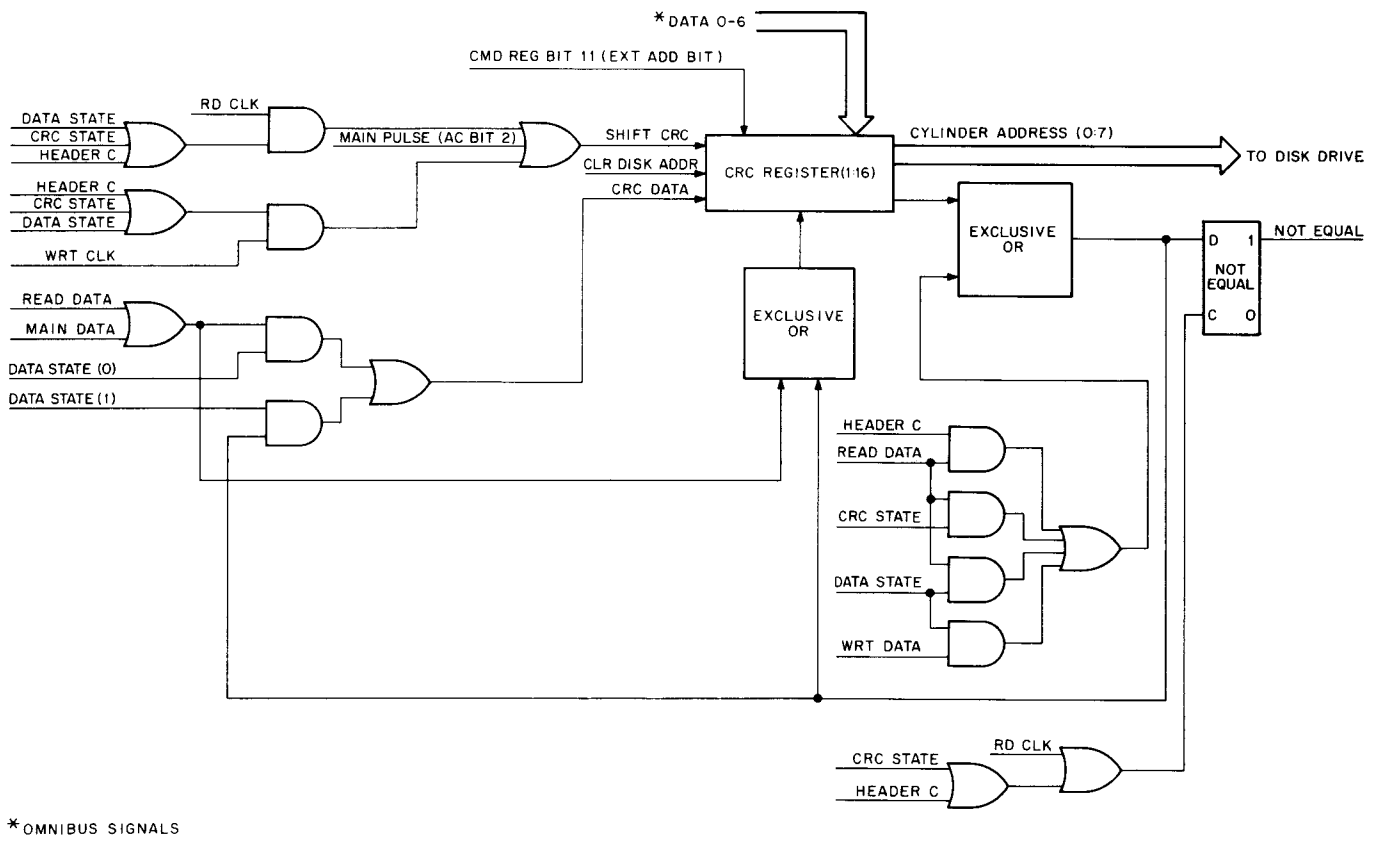
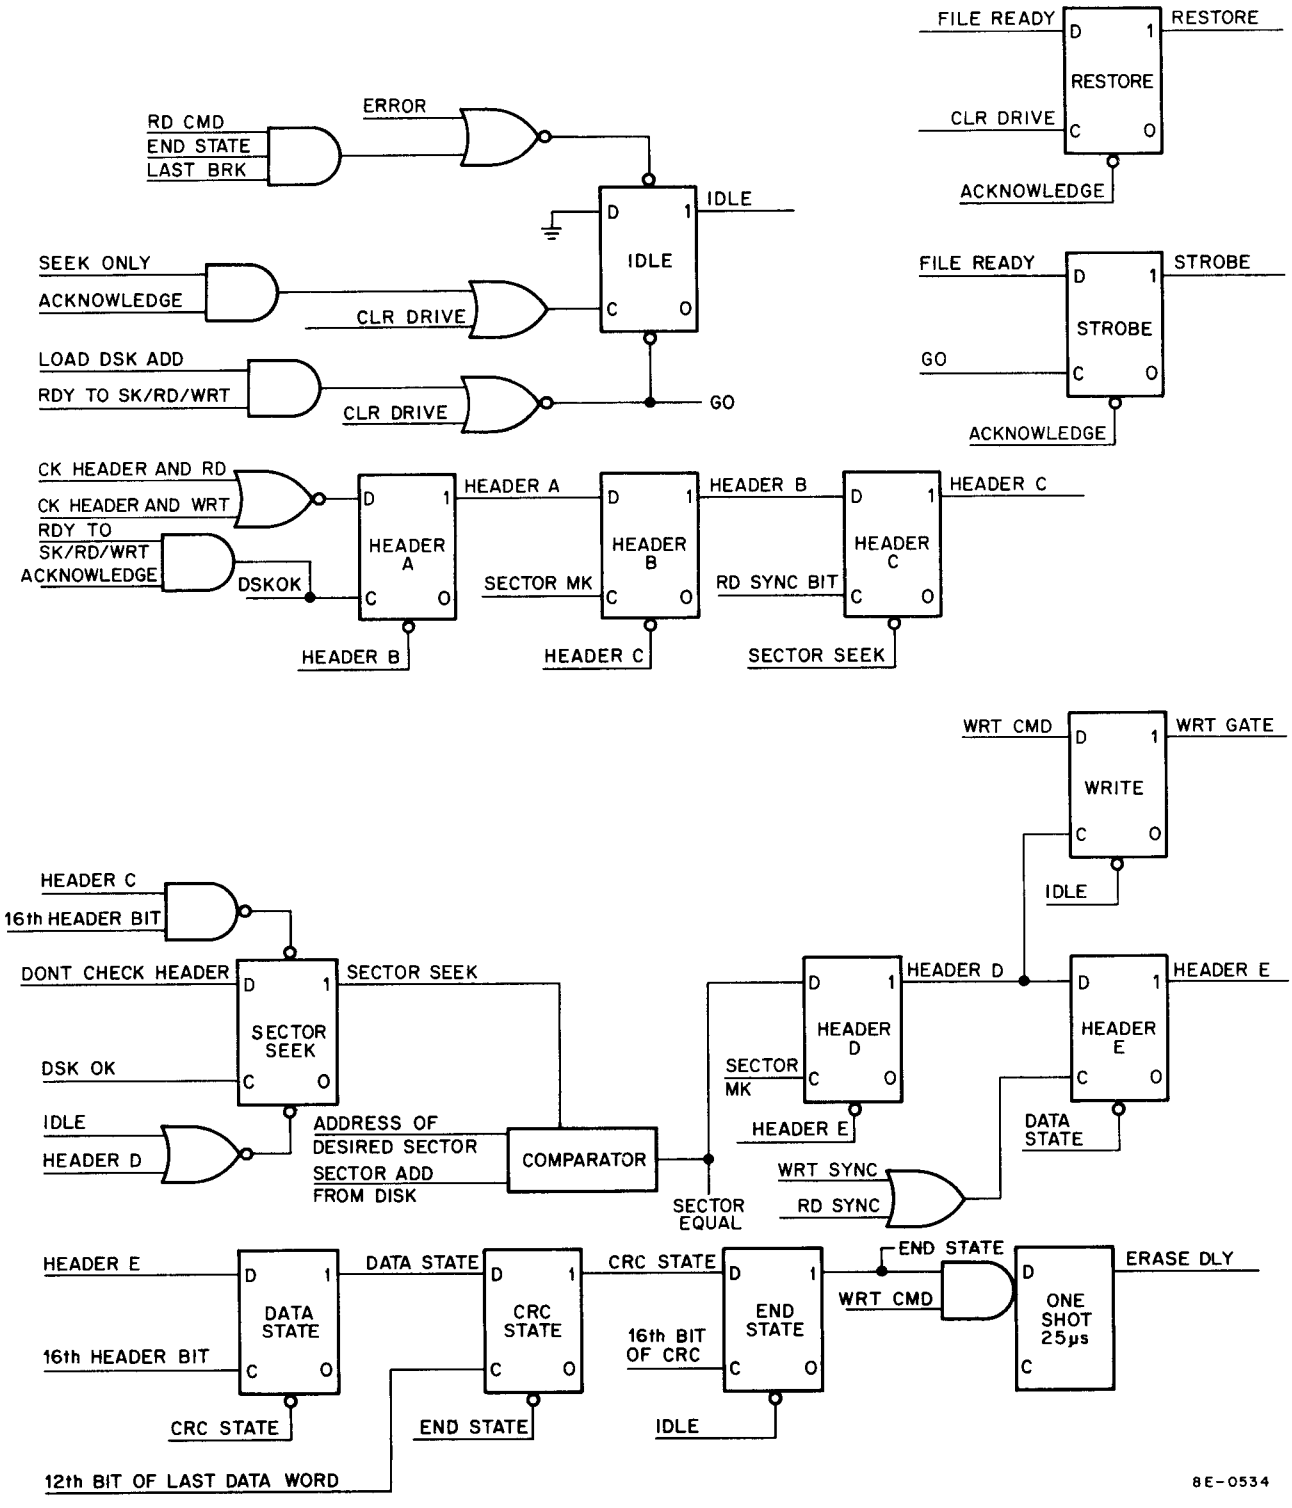
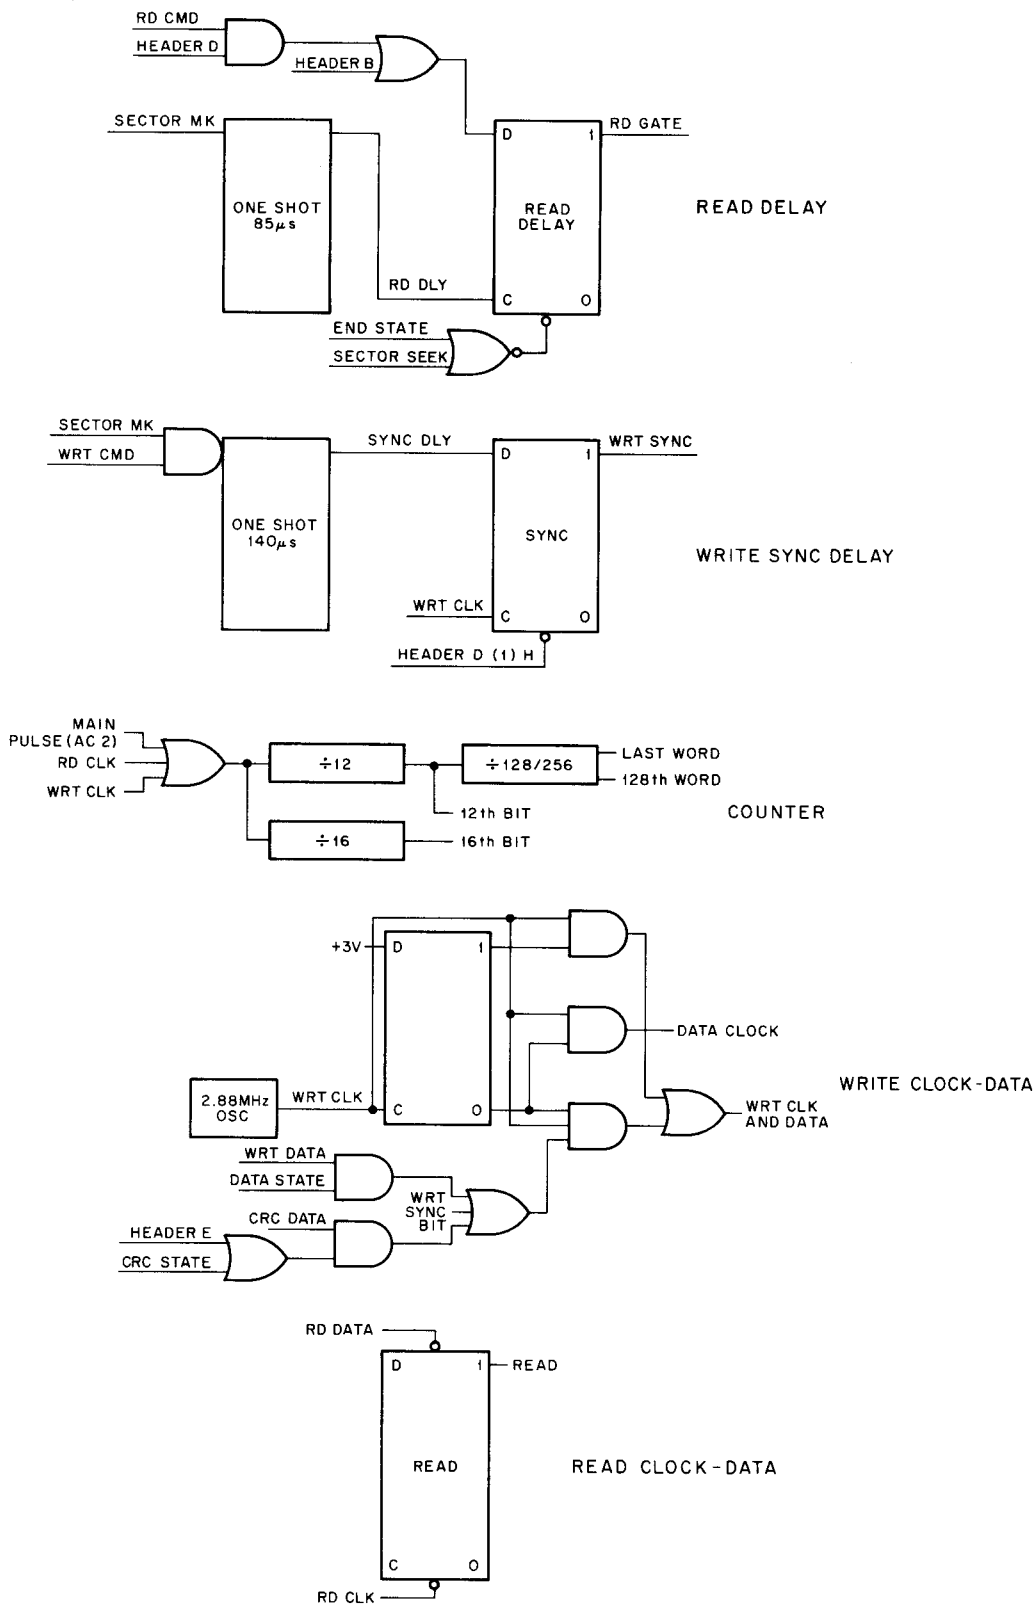

Figure 11-12 CRC Register
Figure 11-13 Major States Register
Figure 11-14 Read/Write Delays and Counters
The CRC Register (Figure 11-12) is a 16-bit multipurpose register with the following functions:
The control sequencer (Figures 11-13 and 11-14) comprises the Major States Register, word counter (128 or 256 words), and the bit counter. The word counter and bit counter keep track of the number of words transferred to or from the disk drive. The bit counter counts 12 bits from the disk drive and increments the word counter each time a word (12 bits) is read from the disk. After 256 words are read, the data transfer is stopped and the CRC character is written on the disk during a write, or read from the disk during a read. If bit 5 in the Command Register is set (1), the data transfer is stopped after 128 words are read or written, but the disk drive continues to write all zeroes during a write operation or read all zeroes during a read operation until 256 words have been written or read. This allows the RK8-E to process the CRC character, which is always written at the end of the data (Figure 11-7).
11.14.7.1 Major States – The Major States Register (Figures 11-13 and 11-14) controls each step the RK8-E control progresses through to perform a seek, read, or write operation. Each major state causes specific operations to be performed (Table 11-2 and Figure 11-7).
11.14.7.2 IDLE State – The RK8-E must be in the IDLE state (Figure 11-13) to allow initiation of a disk function and returns to the IDLE state after an operation is completed. The IDLE state indicates that the control is not busy and that it is capable of accepting IOT instructions from the processor (Figure 11-14). The IDLE flip-flop is cleared when the program executes a DLAG instruction (load disk address and GO) or the CLR drive (DCLD) instruction. The DCLD instruction initiates a special state called RESTORE, which is discussed in Paragraph 11.15.3.
11.14.7.3 RESTORE State – The RESTORE state is a special state (Figure 11-13) used to clear SELECT ERRORS and CYLINDER ADDRESS ERRORS. RESTORE is set by FILE READY and the CLR DRIVE command, generated by the DCLD instruction. When the selected disk asserts ACKNOWLEDGE, the RESTORE flip-flop is cleared and the Major States Register goes back to the IDLE state to wait for RK8-E instructions. Thus, the RK8-E uses only one state for the clear operation and the control is released (made not busy) while the disk drive returns to the home position.
11.14.7.4 STROBE State – The STROBE state (Figure 11-13) is used to transfer the cylinder address from the CRC Register to the disk drive and wait for the selected drive to ACKNOWLEDGE the cylinder address. The STROBE flip-flop is set by GO when the DLAG instruction is executed by the program if the selected disk drive is ready (FILE READY asserted). STROBE is cleared when ACKNOWLEDGE is received from the selected drive and the Major States Register moves to the HEADER A state or SECTOR SEEK state (Figure 11-7) when the selected drive is ready to seek, read or write (Figure 11-14).
11.14.7.5 HEADER A State – The HEADER A state (Figure 11-13) is used to start a read delay (Figure 11-15) and wait for a sector mark during read and write functions. When a sector mark is obtained from the disk drive, the HEADER B state is entered and the HEADER A state is cleared by HEADER B.
11.14.7.6 HEADER B State – The HEADER B state (Figure 11-14) is used to turn READ on at the end of READ DELAY (Figure 11-12) and read zeroes until a SYNC pulse is encountered. The SYNC pulse indicates the beginning of the HEADER area of the disk format.
During a write operation, the write sync delay is triggered when a sector mark is received from the disk (Figure 11-14). After a 140 μs (write sync delay), a one bit (SYNC pulse) is written on the disk to indicate where the HEADER area starts. When the SYNC pulse is read or written, the RK8-E advances to the HEADER C state and HEADER B is cleared.
11.14.7.7 HEADER C State – The HEADER C state (Figure 11-14) is used to read the 16-bit HEADER word and compare it bit-by-bit with the disk address in the CRC Register. HEADER C is cleared when the divide-by-16 counter (Figure 11-15) asserts 16th bit to indicate the 16th bit of the HEADER word has been read from the disk drive. When HEADER C clears, it sets SECTOR SEEK (Figure 11-14) and starts the SECTOR SEEK major state.
11.14.7.8 SECTOR SEEK State – When the control enters the SECTOR SEEK state, cylinder address ERROR is set if the cylinder address does not equal the HEADER word read from the disk during the HEADER C state (Figure 11-12). During the SECTOR SEEK state, the sector address lines from the RK05 are compared with the Surface/Sector Register.
11.14.7.12 CRC State – The CRC state (Figure 11-13) is used to write the CRC character, computed by the CRC Register (Figure 11-12) on the disk at the end of a sector during write operation. During read operations, the CRC character computed by the CRC Register during the data transfer is compared with the CRC character read from the disk. An Exclusive OR circuit on the CRC Register makes a bit-by-bit comparison of the CRC character read from the disk and the CRC character shifted out of the CRC Register. If the two characters are not equal, the CRC ERROR flag is set to indicate a CRC ERROR occurred during the data transfer. The program must check the Status Register to determine if the CRC ERROR set the ERROR flag. The Major States Register advances to the END state and clears the CRC state flip-flop when 16th BIT L is asserted.
11.14.7.13 END State – The END state is used by the read operation to allow the Data Buffer Register to be emptied by the single cycle data break, set the CRC ERROR flag if the CRC characters were not equal, clear READ, set the DONE flag, and return the RK8-E to the IDLE state (not busy). During a write operation, the controller starts ERASE DLY (Figure 11-13) and after 25 μs, WRITE is cleared, the DONE flag is set and the RK8-E is returned to the IDLE state. Note that there is no CRC character comparison during a write operation and no CRC ERROR should be detected.
11.14.8.1 Write Data Clock – The write data clock (Figure 11-14) is a 2.88 MHz oscillator that is used to generate the WRT CLK pulses (Figure 11-2) during a write operation. The time between WRT CLK pulses (690 ns) is referred to as a bit cell, which is used to write data. The WRT DATA CLK and a SYNC bit, CRC DATA bit, or a DATA bit are written on the disk cartridge.
11.14.8.2 Write Sync Delay – Write sync delay (Figure 11-14) is a 140 μs delay that is started when a SECTOR MARK from the disk drive is detected during write operations. After 140 μs, WRT SYNC is asserted and the SYNC bit is written on the disk drive.
11.14.8.3 Read Delay – The read delay (Figure 11-14) is an 85 μs delay that is started when the SECTOR MK from the disk drive is detected, if the RK8-E is in the HEADER D state of a read operation. The 85 μs delay allows the control to wait for a SYNC bit before advancing to the HEADER E state. RD DLY asserts the RD gate to allow the RK05 to read.
11.14.8.4 Read Clock Data – The READ flip-flop (Figure 11-14) is set by RD DATA from the RK05 and cleared by RD CLK to generate the READ signal. The READ signal is used to enable READ data pulses to be applied to the Data Buffer Register. The READ data pulses are clocked into the Data Buffer Register by the RD CLK signal.
11.14.8.5 Counters – The RK8-E contains 4 counters (Figure 11-14) a divide-by-12-bit counter, a divide-by-16-bit counter, a divide-by-128- or 256-word counter and a break counter. The divide-by-12 counter counts the bits of data as they are read from the disk drive. Each time 12 bits (one word) are read, the word counter is incremented by 1. After 256 words are read, LAST WORD L is asserted to end a data transfer. If the HALF BLOCK bit (bit 5) in the Command Register is set, the 128th WORD signal is asserted after 128 words are read or written. This causes the RK8-E to stop data transfers between memory and the disk drive, but the disk drive continues to read or write all zeroes until LAST WORD L is asserted (256 words have been read or written). When LAST WORD is asserted, the data transfer is complete. The 16-bit counter asserts 16th bit when 16 bits are read from the disk or written on the disk. This is used when the PREAMBLE and CRC are read or written to count 16 bits instead of 12.